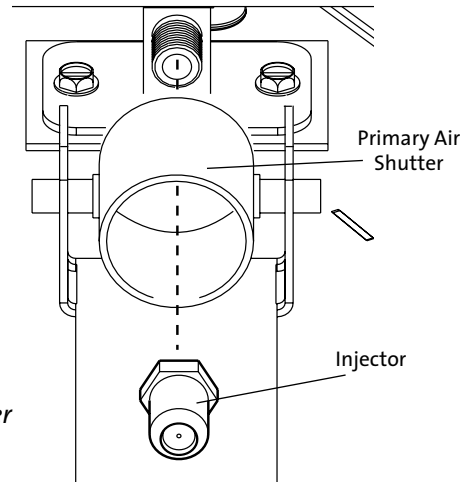

Figure 7.3. Change the burner injector.
6. **Change the Burner Injector.** See fig. 7.3. Using a 1/2" open end wrench or deep-well socket remove the burner injector from the brass elbow and replace it with the injector supplied in the conversion kit.